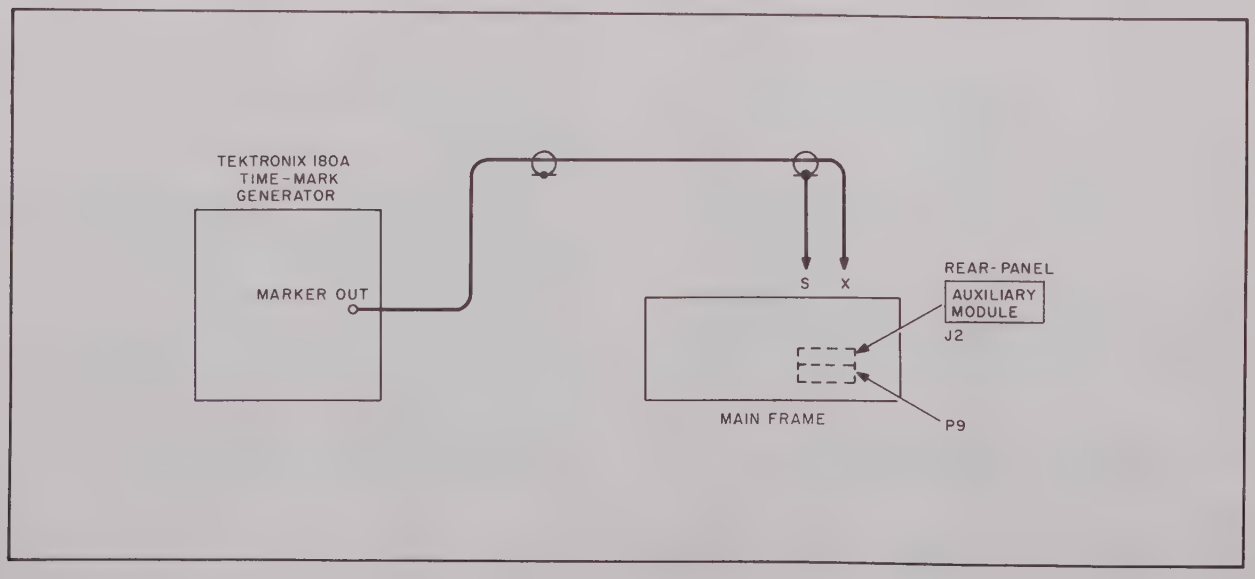

Figure 4-23. Sweep Circuitry Alignment, Equipment Setup
m. Connect the equipment as illustrated in figure 4-23. Adjust the time mark generator for pulses every 5 milliseconds.